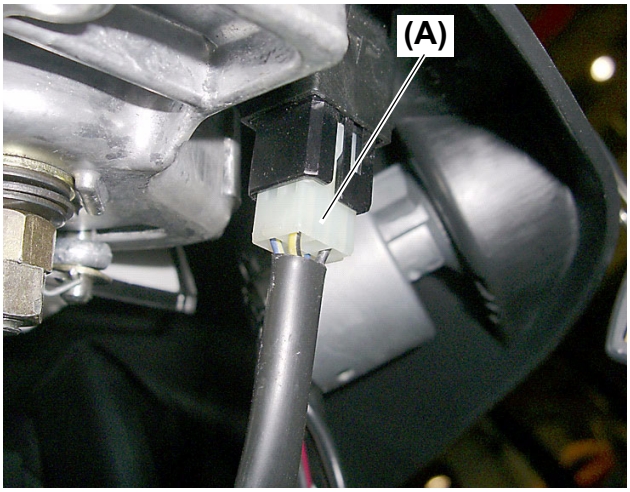

Fig. 10
8. Disconnect the hazard lights button switch connector **(Fig. 10, (A))**.